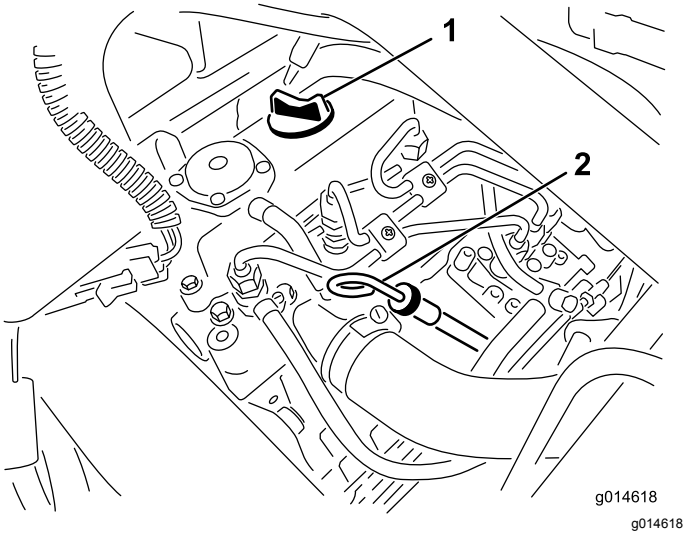

Figur 25
2. Fjern målepinden, og aftør den med en ren klud (Figur 25). Sæt målepinden ned i målepindsrøret, og sørg for, at den sidder helt i bund. Tag målepinden ud af røret igen, og kontroller oliestanden. Hvis oliestanden er lav, skal du fjerne påfyldningsdækslet fra ventildækslet og **langsomt** påfylde så meget olie, at oliestanden stiger til Full-mærket